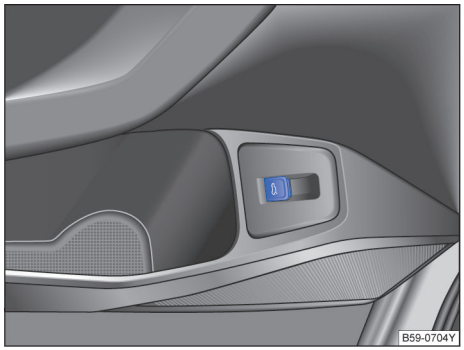

图 59 在驾驶员侧车门内：行李厢盖的开锁按钮
向上拉驾驶员侧车门内的按钮 → 图 59。行李厢盖自动打开。
- **或**：向上拉驾驶员车门内的按钮 → 图 59。